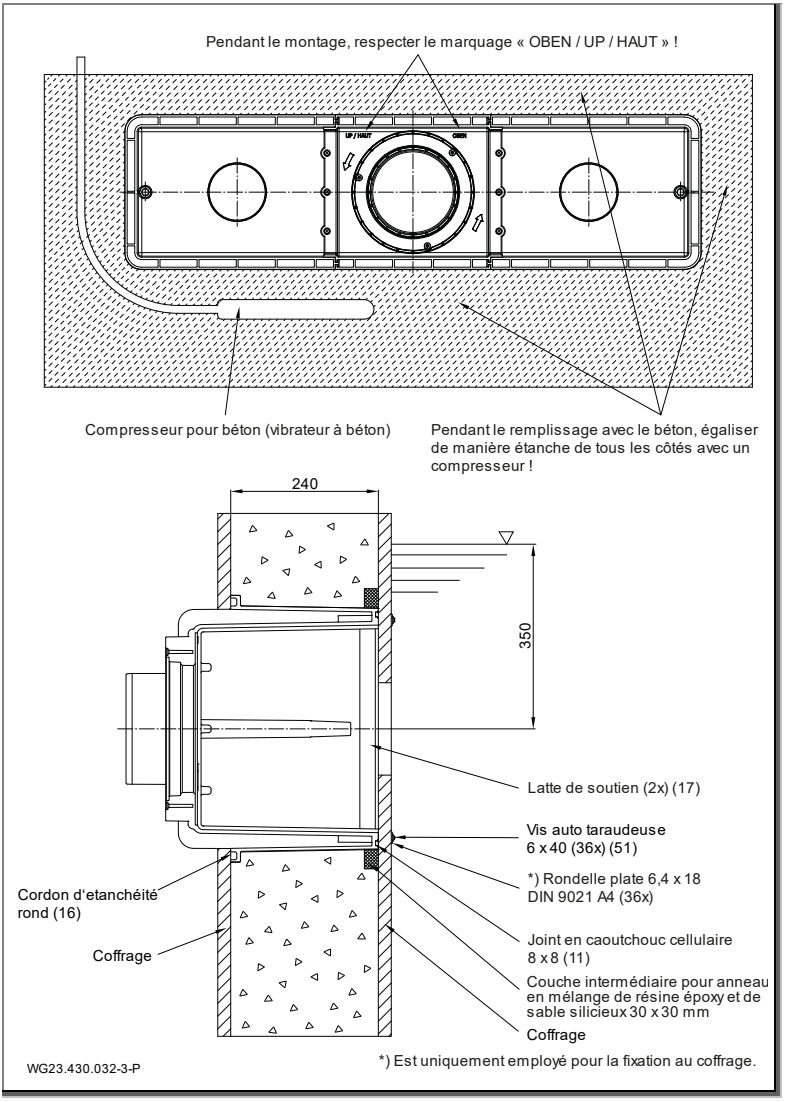

Fig. 5
Pour l'étanchement par rapport au mur en béton, il est recommandé de créer un anneau en résine époxy / sable silicieux sur tout le pourtour de la paroi extérieure côté bassin du boîtier (1). Voir "Fig. 5", page 23